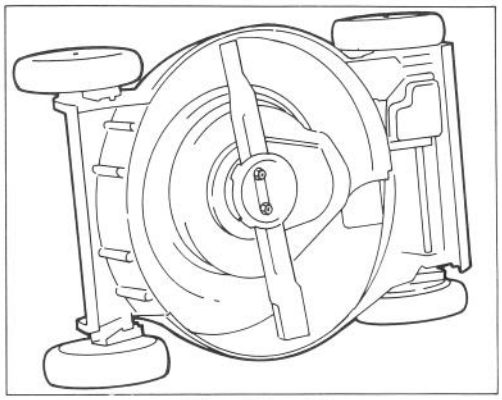

Afbeelding 33
3. Zet de maaier op de rechterzijde (Afb. 33). Pas op dat u het mes niet roteert. Dit kan tot problemen bij het starten leiden.